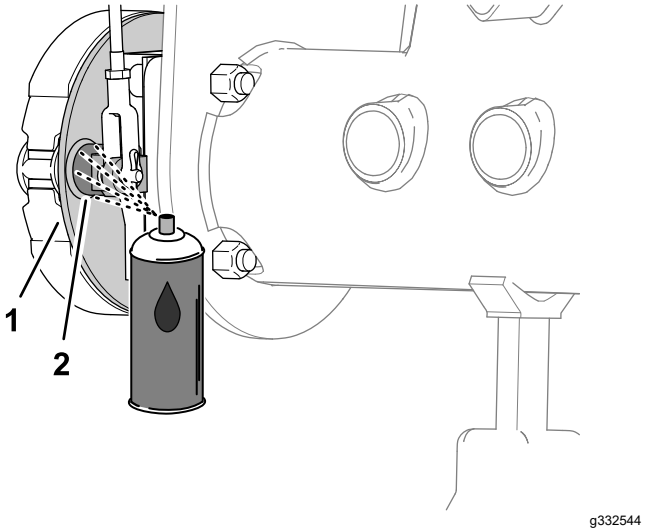
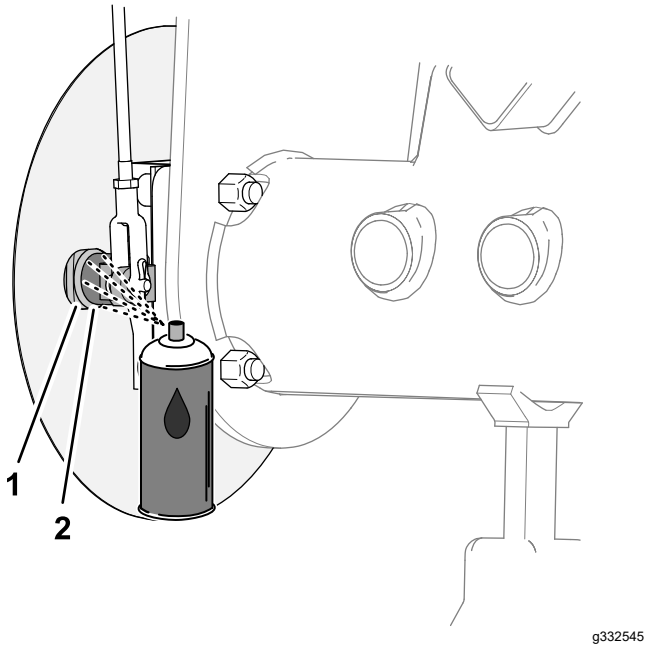

Figuur 81
Figuur 82
1. Spuit aan de binnenkant van de remsteunplaat (machines zonder het optionele grasscherm aan de velgen) of het wielscherm (machines met het optionele grasscherm aan de velgen) kruipolie tussen de as van de remnok en de steunplaat (Figuur 81 of Figuur 82).